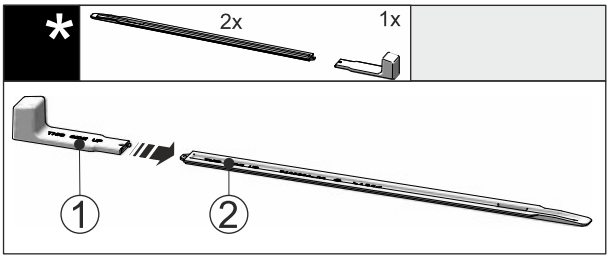

Fig. 54
▶ Inserire l'impugnatura di montaggio *Fig. 54 (1)* sulla guida di livellamento *Fig. 54 (2)*.